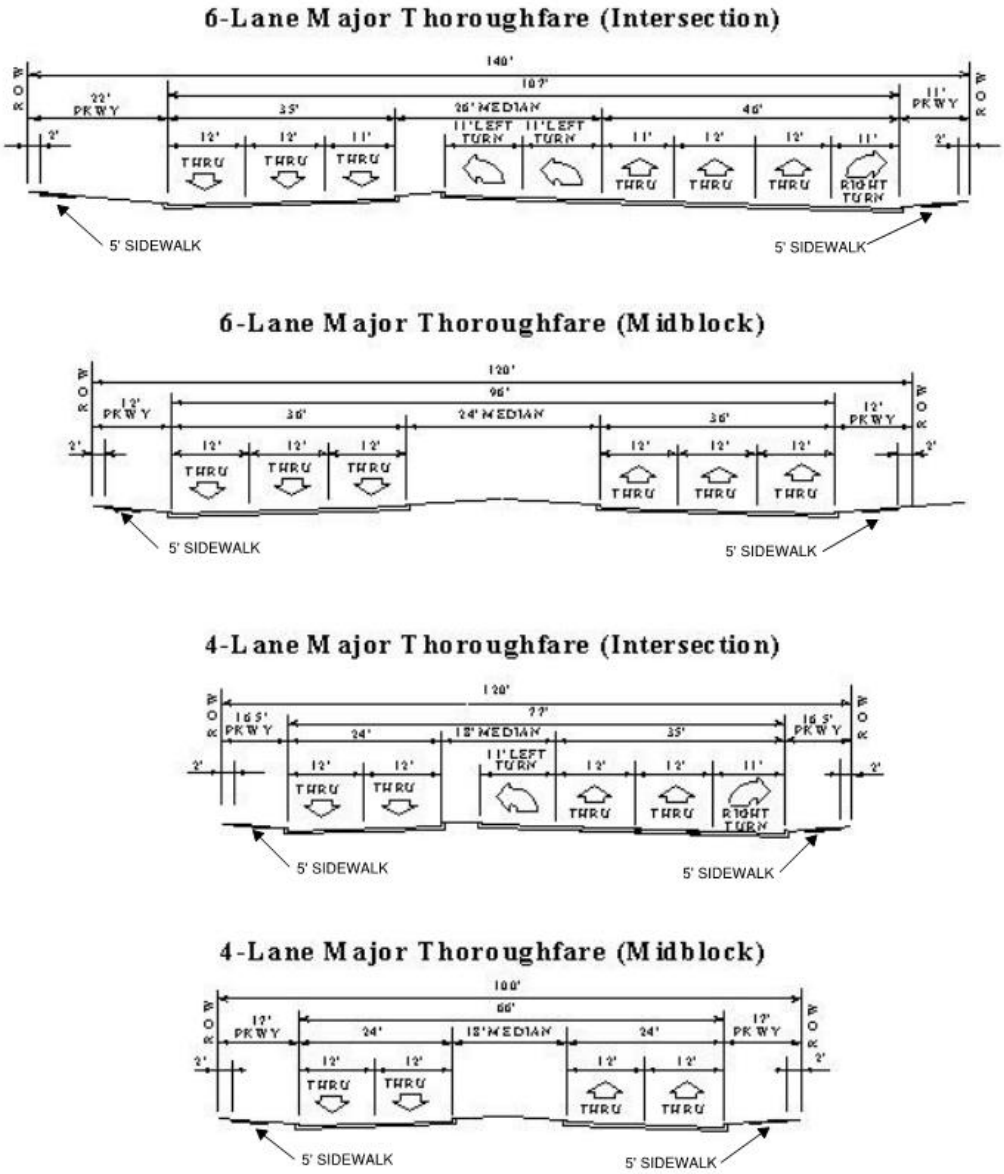

FIGURE 11.1: Cross Sections for Major Thoroughfares
B. ***Roadway Classifications*** - The City of Missouri City recognizes four basic classifications of public roadways that include major thoroughfares, major collectors, minor collectors and local streets. Each class provides a certain degree of continuity, capacity, and accessibility to adjacent land uses. While differentiated by function, there is also a variance in geometric design. Table 11.1 summarizes the general design criteria of roadways within Missouri City. The typical cross-sections are depicted in Figures 11.1 and 11.2.
R. Table 11.1 and Figure 11.1 are intended to represent typical situations and conditions. Typical cross-sections may be deviated from with approval of the City Engineer.